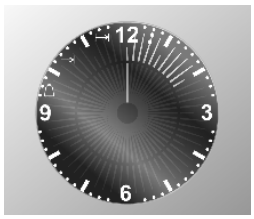

Abb. 2
- Betätigen Sie die Tasten – / + zur Einstellung der gewünschten Zeit, das Display beleuchtet **ein Segment** für jede eingestellte Minute (in **Abb. 2** werden 10 Minuten Garzeit dargestellt).